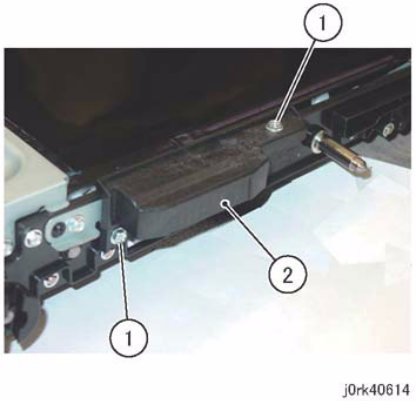

Figure 1 Knob Removal
3. Remove the Knob. (Figure 1)